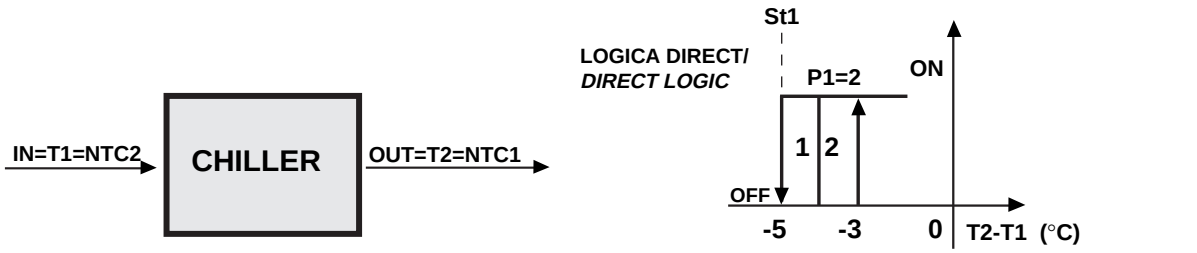

Fig.19
***Solution 1b:*** *if you want to give priority to T2 (e.g. low temperature threshold=6°C with one minute's delay) locate the main sensor NTC1 at the water outlet. The parameters will be set as follows: St1=-5°C (NTC1-NTC2, that is T2-T1), direct mode (C0=1). P25=6 and P28=1 (min.) allow you to set the low temperature alarm, as shown in the diagram below (fig. 19):*